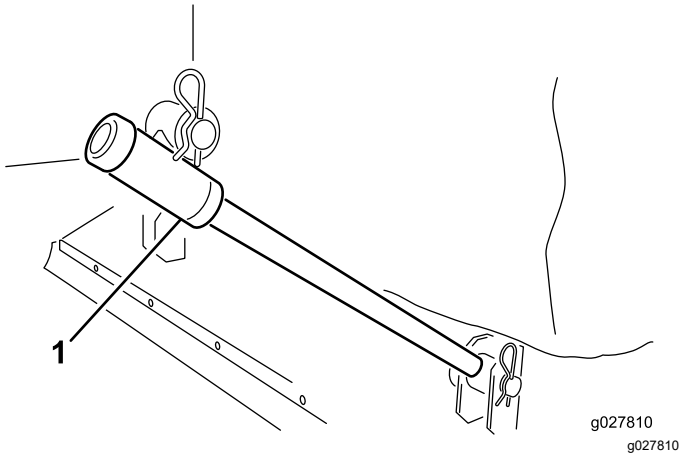

Bild 2
2. Schieben Sie die Zuglenker auf die Rahmenstifte. Befestigen Sie jeden Zuganker mit einer Unterlegscheibe und einem Splint am Rahmenstift (Bild 2).